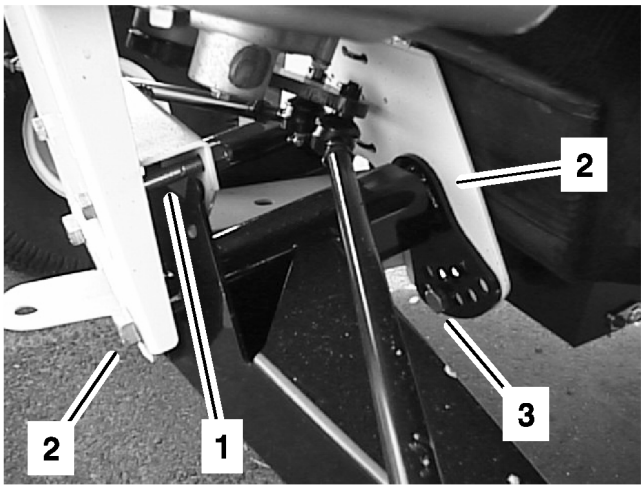

Figur 42
2. Ta bort rörelsebegränsarbulten (Figur 42).
3. Lossa centreringsbultarna i den främre A-armen (Figur 42).
4. Ta bort justerskruven för markfrigång (Figur 42).
5. Rotera den främre A-armen till önskat läge (se anmärkningen nedan) och sätt tillbaka justerskruven för markfrigång (Figur 42).
7. Sätt tillbaka rörelsebegränsarbulten (Figur 42).